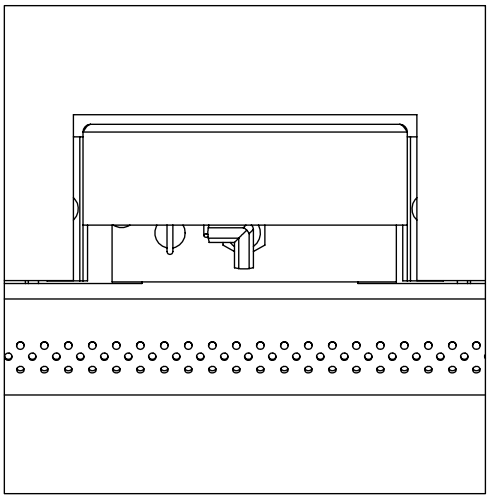

Figure 24. Correct Pilot
8. Reinstall the burner, log set, and glass door. Also refer to Secondary Installation - Log Set Installation in your Owner's Manual. When re-installing the burner, ensure that the burner to pilot hood and shield relationship is similar to what is shown in Figure 24.